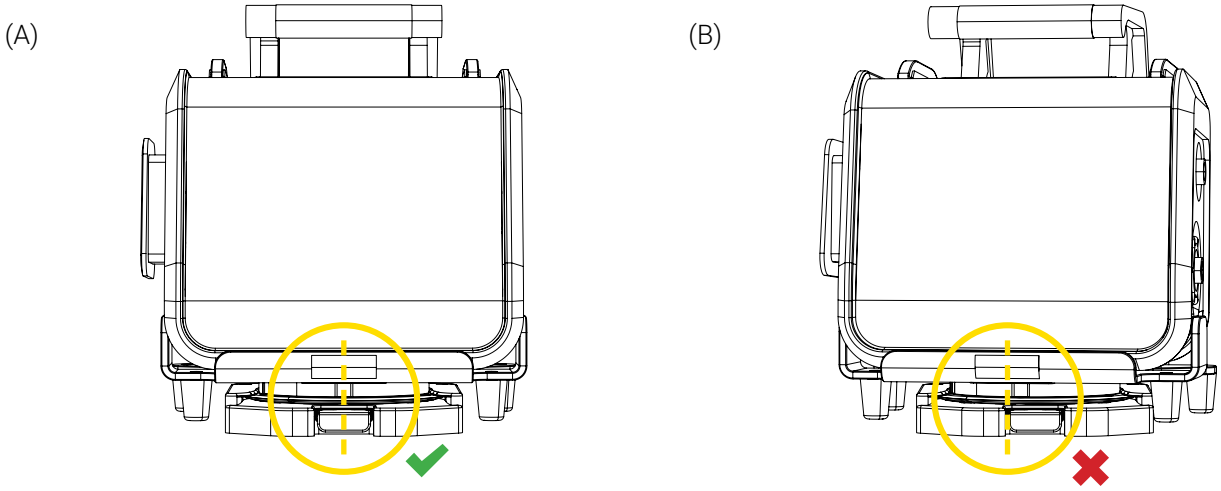

Figure 10: Position de retrait de l'appareil médical
1. Tourner l'appareil médical jusqu'à ce que le logo Technimount sur le support soit aligné et centré avec le bouton à déclenchement rapide de la Standard Surface Base (Figure 10).